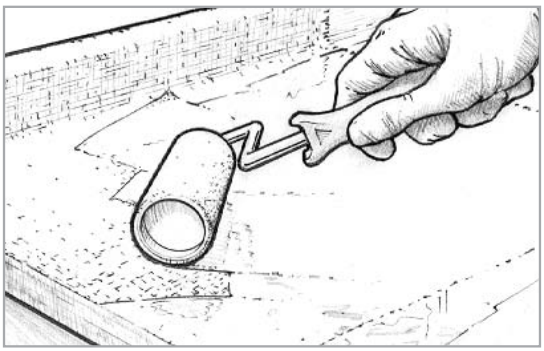

Figure 8-22 *Apply the first coat of unthickened epoxy to fill the weave of the cloth before the wet-out coat reaches its final cure phase.*
9. Coat the surface to fill the weave before the wet-out reaches its final cure stage *(Figure 8-22)*. Follow the procedures for epoxy barrier coating under Section 7.2. It will take